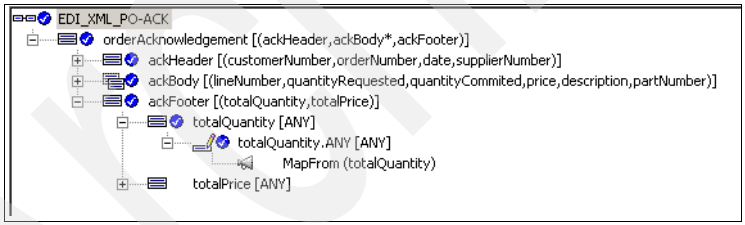

Figure 18-34 Completed map
13. The MappingCommand window appears as shown in Figure 18-34.